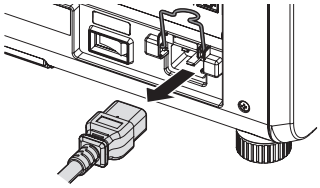

Fig. 2
3) Saisissez le connecteur du cordon d’alimentation et retirez-le de la borne <AC IN> du projecteur. (Fig. 2)